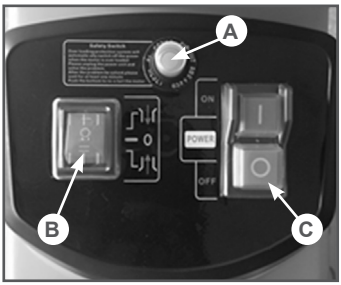

Рис. 2 Панель управления
2. Установите, нажатием на клавишу, переключатель B (Рис. 2) режима работы Вперед/Назад в положение Вперед .
3. Установите, нажатием на клавишу, электромагнитный выключатель C (Рис. 2) в положение ON «I» (ВКЛЮЧЕНО), электродвигатель включится.
Выключайте электродвигатель только, если измельчитель совершенно пуст. В противном случае при повторном включении может произойти блокировка ножа. Для выключения измельчителя нажатием установите клавишу электромагнитного выключателя C (Рис. 2) в положение OFF «0» (ВЫКЛЮЧЕНО).
При блокировке отключается двигатель (выскакивает кнопка предохранителя A (Рис. 2), а электромагнитный выключатель устанавливается в положение OFF «0» (ВЫКЛЮЧЕНО).
5. Включите кнопку A (Рис. 2).
6. Нажатием установите клавишу B (Рис. 2) «Вперед / Назад» в положение Назад , чтобы изменить направление вращения ножа.